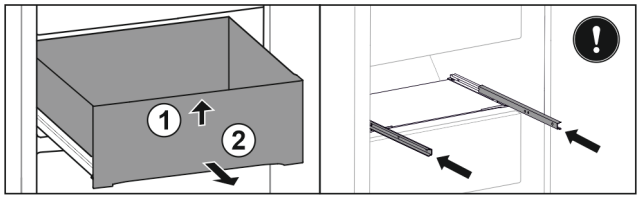

*Fig. 36 **
▶ Lift up the drawer at the front *Fig. 36 (1)*.*
▶ Remove to the front *Fig. 36 (2)*.*